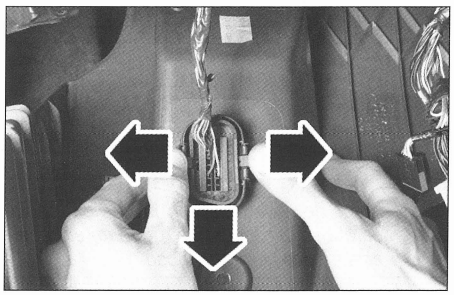

FIG. 41
- el conector de diagnóstico de la tapa inferior de columna de dirección **(fig. 41)**.